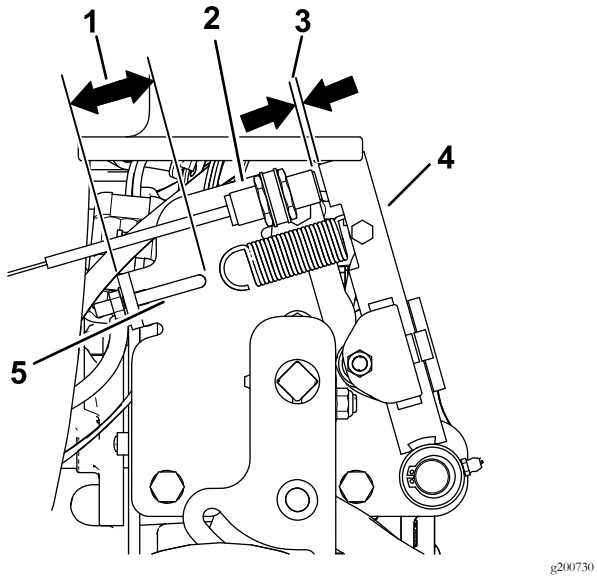

Figuur 7
1. Stel de spanning van de veren af zoals wordt afgebeeld in Figuur 7.
2. Stel de neutraalschakelaar af zoals wordt getoond in Figuur 7.